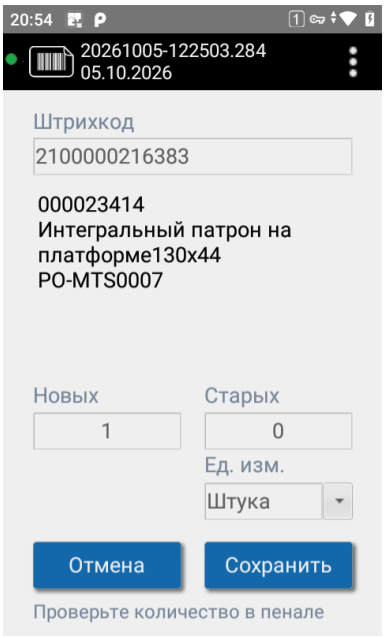
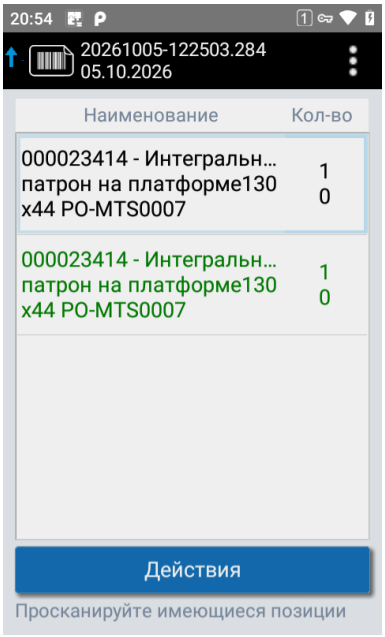

Рисунок 84. Проверка количества в пенале
Рисунок 85. Принятые и непринятые пеналы
2. Считайте ШК поступившего пенала. Проверьте количество в пенале и нажмите «Сохранить» (см. Рисунок 84). Принятые позиции выделяются зелёным (см. Рисунок 85).